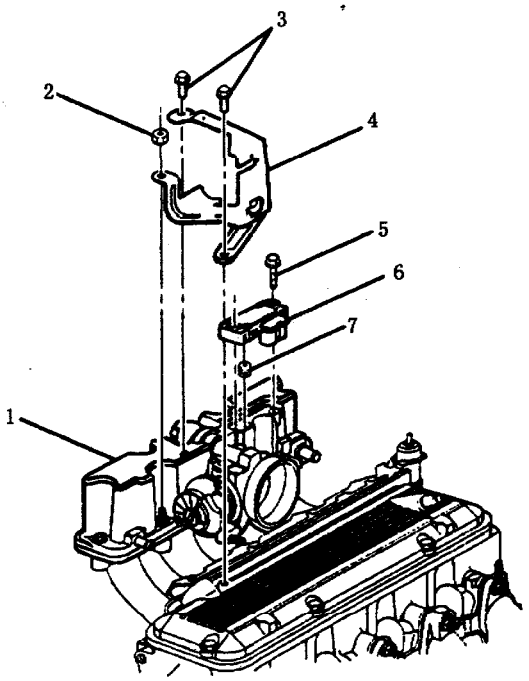

图 3－96　节气门拉索支架和 MAP 传感器的拆卸
③拆下加速拉索、巡航拉索和变速器控制拉索。
④从进气歧管上体进气口顶部拆下真空管束。
⑤从进气歧管上体的曲轴箱通风阀真空管接头和制动真空助力真空管接头上拆下真空管。
⑥从 MAP 传感器、TP 传感器和 IAC 阀上拔下导线插接器。
⑦拆下节气门拉索支架的固定螺栓和螺母（见图 3－96），将节气门拉索支架和拉索置于旁边。
⑧拆下连接进气歧管上体与下体的螺栓和螺杆，将 EGR 和喷油器线束放到旁边。
⑨拆下进气歧管上体和密封垫（见图 3－97），将密封垫报废。
(2) 清洁：清洁密封垫接合表面上的旧密封垫材料。